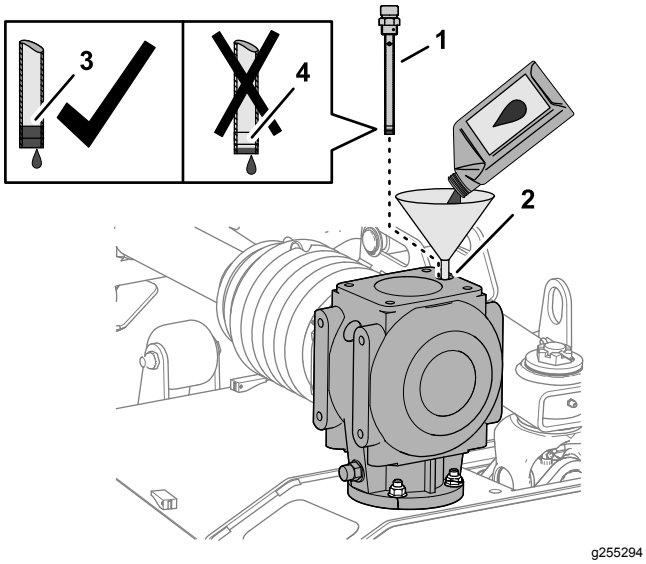

Figur 57
1. Tilsett 1064 ml med spesifisert smøremiddel for girkassen gjennom påfyllingsåpningen (Figur 57).
2. Skru peilestaven inn i hullet, ta ut peilestaven og kontroller smøremiddelnivået (Figur 57).
4. Skru peilestaven inn i peileråpningen og stram til peilestaven (Figur 57).